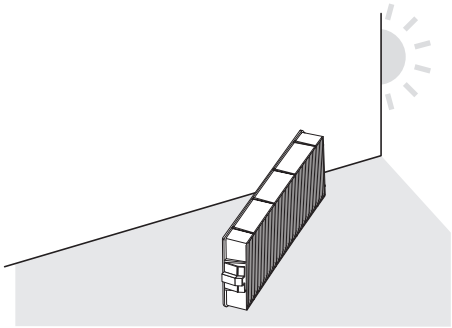

Fig. 2
3) Sortir le filtre à air. (Fig. 2)
2) Séchez le filtre à air. (Fig. 2)